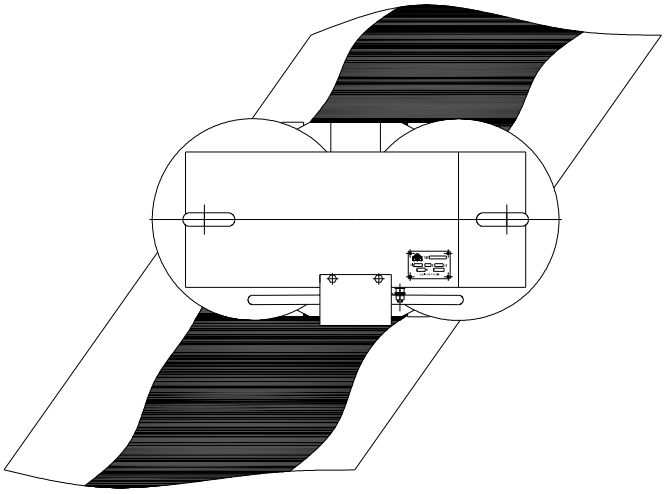

рис.2
- железоотделитель может устанавливаться в любом месте над лентой конвейера (см. приложение В рис. 2).
В зависимости от ширины конвейерной ленты железоотделитель устанавливается под углом от 0° до 90° к продольной оси конвейера (см. приложение В рис. 2). Угол выбирается экспериментальным путем.